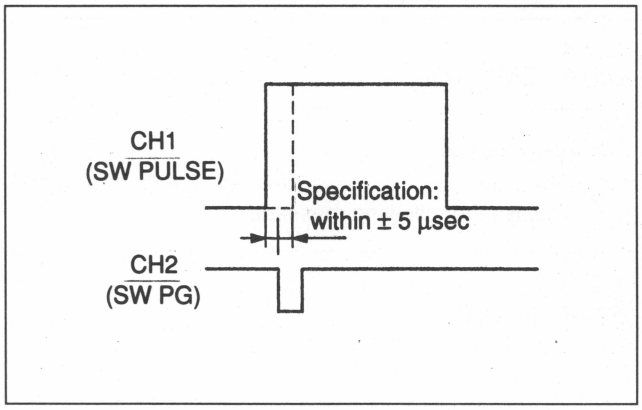

Fig. 8-9-2. PB SW Phase Adjustment
3. Check that the phase difference at the rising and falling edges of CH-1 (SW PULSE) and CH-2 (SW PG) pulses shown in Fig. 8-9-2 satisfies the specification. If the specification is not satisfied, perform section 8-9-2. PB SW Phase Adjustment.
2. Adjust the key on the control panel so that the phase difference of CH-1 (SW PULSE) and CH-2 (SW PG) pulses shown in Fig. 8-9-2 satisfies the specification.